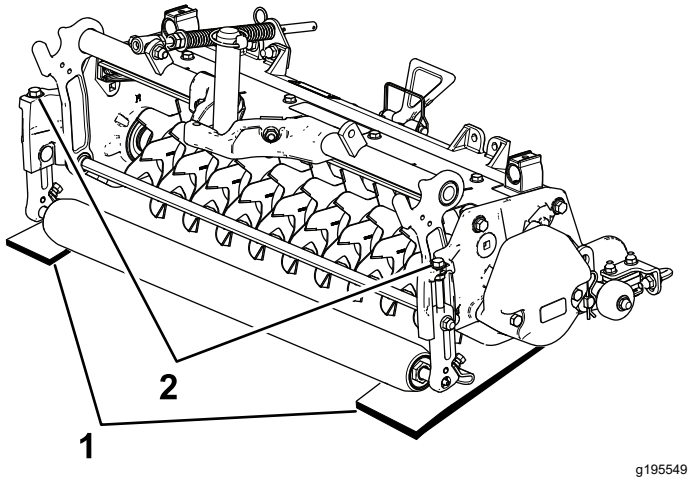

図 8
2. 希望する深さ刃が地面に食い込む深さと同じ厚さのゲージバーを 2 枚用意し、ユニットの左右で後ローラとバーチカッターリールの下にあてがう図 8。
3. 各刈高ブラケットについている調整ボルト図 8を使って、バーチカッターの刃の両端を床に接触させる。